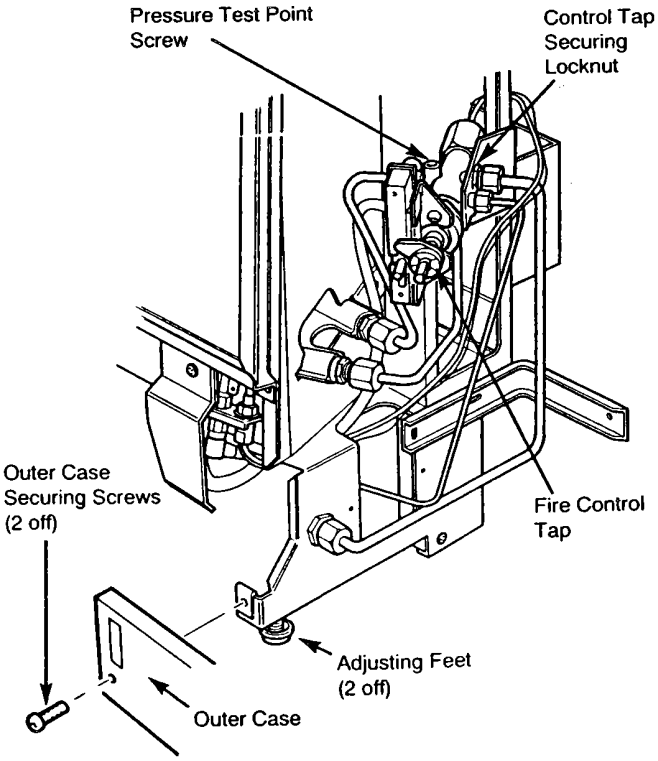

Fig. 6 Commissioning the Fire
2. Locate the fire spigot into the draught diverter on the boiler. Push the fire backwards until the backing plate touches the surround or finished wall face. Adjust the feet to level the fire (Fig.6).
2. On electronic control boilers it will be necessary to remove the input plug from the controls. Push the support plate backwards until it touches the wall surface and tighten the screws to lock the frame in position. Locate the fire spigot into the draught diverter on the boiler. Push the fire backwards until the backing plate touches the finished wall face. Adjust the feet to level the fire (Fig.6).
2. Remove the pressure test point sealing screw and connect a pressure gauge (Fig.6).
(c) Secure the outercase to the inner case using the two securing screws provided (Fig.6).
(ii) Remove the 2 outercase securing screws (Fig.6).